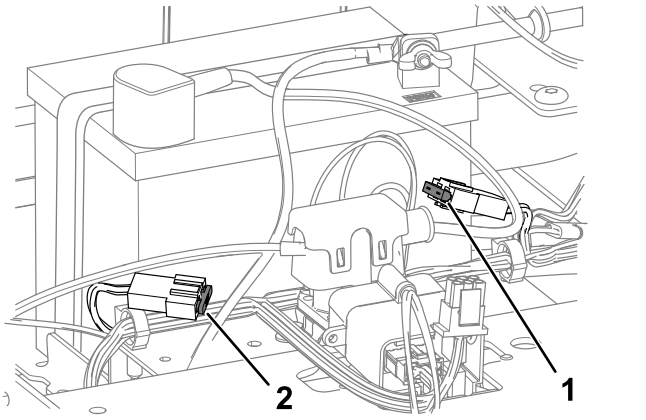

Figura 51
4. Para substituir fusíveis, puxe o fusível para o retirar (Figura 51).